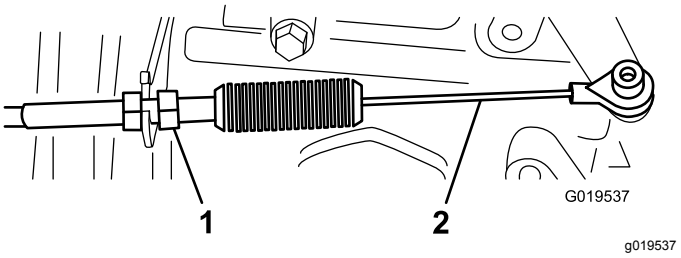
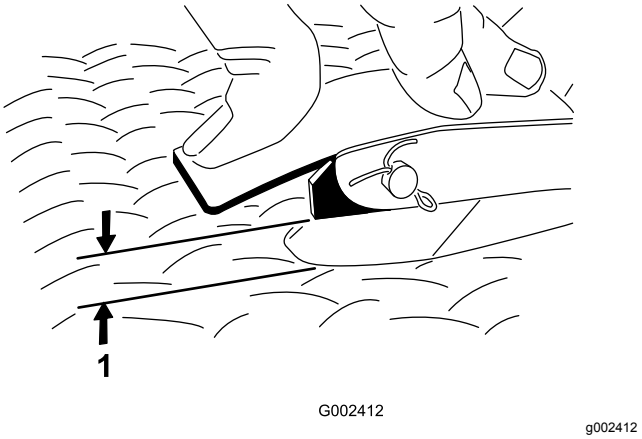

**Bild 66**
**Bild 67**
2. Stellen Sie das Kugelgelenk am Bowdenzug (Bild 66) so ein, dass Sie einen Abstand von 2,54 mm bis 6,35 mm zwischen dem Fahrpedalarm und der Oberseite des Bodenplattensternmusters (Bild 67) erhalten, wenn Sie eine Kraft von 11,3 kg auf die Pedalmitte aufbringen.
3. Ziehen Sie die Sicherungsmutter an (Bild 66).